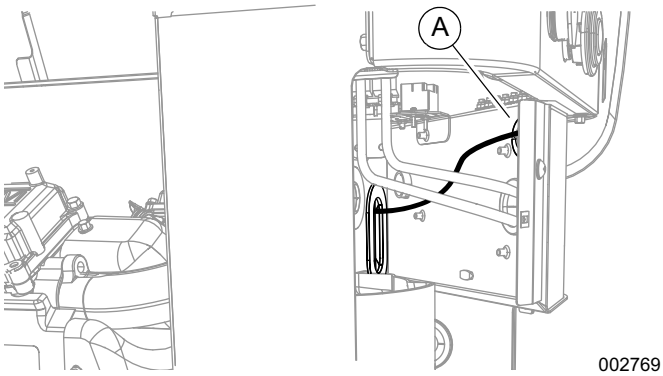

Figure 12. Lead Wires to Customer Connection
1. See *Figure 12*. Pass lead wires through the customer connection panel grommet (A).